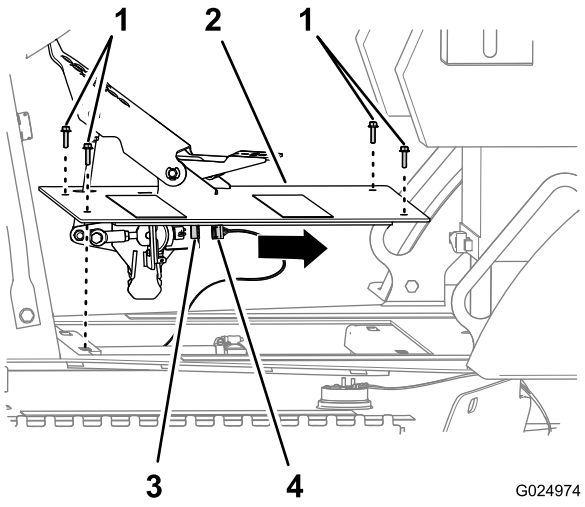

Рисунок 109
1. Выверните 4 болта с шестигранными фланцевыми головками, которые крепят узел педали тяги к ходовой части машины (Рисунок 109).
2. Отсоедините разъем с 6 гнездами жгута проводки машины от 6-штырькового разъема датчика педали тяги (Рисунок 109).
3. Снимите узел педали тяги с машины (Рисунок 109).
1. Подсоедините разъем с 6 гнездами жгута проводки машины к 6-штырьковому разъему датчика педали тяги (Рисунок 109).
2. Совместите отверстия в пластине узла педали тяги с отверстиями в ходовой части машины (Рисунок 109).
3. Прикрепите педаль тяги в сборе к ходовой части машины с помощью 4 болтов с шестигранными фланцевыми головками (6 x 25 мм); см. Рисунок 109.